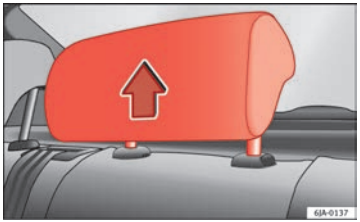

Fig. 5 Head restraints in correct position
– Three positions for **use** ⇒ Fig. 5 . In these positions, the head restraints are used normally, protecting passengers along with the rear seat belts.